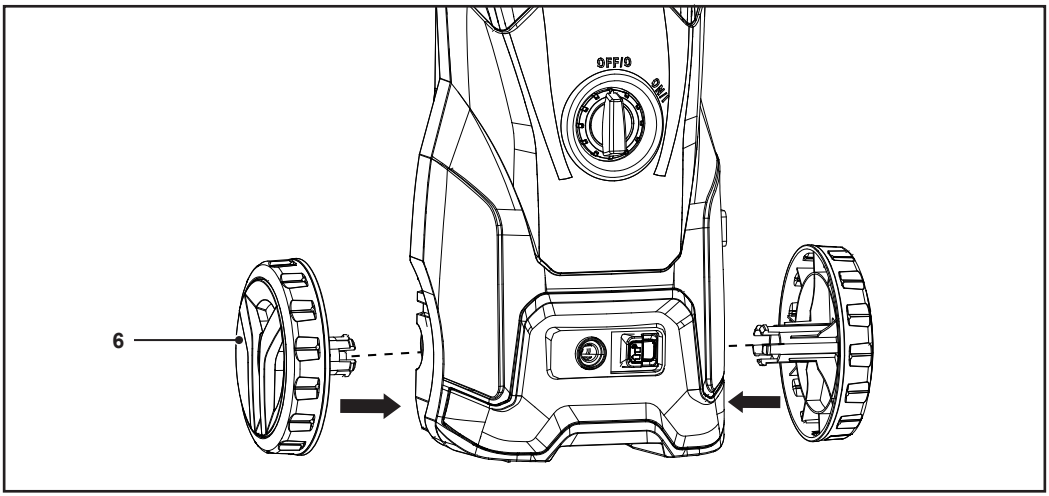

Fig. 3
3. Slide the power cord holder (25) into the slot on the back of the appliance.
4. Attach the power cord holder strap (26) to the power cord holder (25).
5. Attach the 2 wheels (6) into the slots on the bottom of the appliance (Fig. 3). The wheels audibly lock into place.